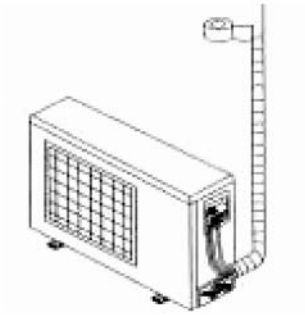

Abb. 38
(1) Verbindungsrohre und Kabel mit Hilfe von Klebeband zusammenbinden. Ablaufrohr von Verbindungsleitung und Kabel sicher trennen, damit kein Kondensat vom Ablaufrohr herabfließen kann.
(2) Rohre mit Wärmeisolationsband von unten vom Außengerät bis zum oberen Ende umwickeln, wo die Rohre in die Wand hineintreten. Beim Umwickeln mit dem Isolationsband muss das nächste Gewinde eine Hälfte des vorherigen Gewindes überdecken. (Siehe Abb. 38.)
(3) Die umwickelte Rohrleitung muss mit Halterungen an der Wand befestigt werden.